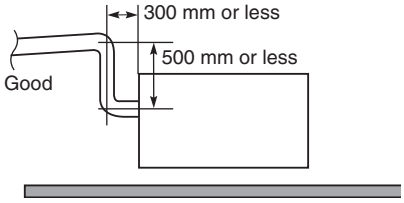

Fig. 2-125
- **If it is necessary to increase the height of the drain pipe, the section directly after the connection port can be raised a maximum of 500 mm. Do not raise it any higher than 500 mm, as this could result in water leaks. (Fig. 2-125)**